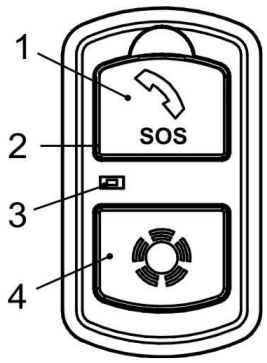

Рис. 2-19 Блок "Вызова"
1. Блок "Вызова" (рис. 2-19) имеет кнопку 1 экстренного вызова "SOS", кнопку 4 дополнительных функций и микрофон 3. Блок "Вызова" располагается над сиденьем водителя слева и над передним пассажирским сиденьем справа на боковых поверхностях передней интерьерной панели потолка.
Кнопка дополнительных функций 4 (см. рис. 2-19) может использоваться при наличии дополнительных сервисных услуг, связанных с навигацией, передачей мониторинговой информации в диспетчерские центры, удаленной диагностикой транспортных средств и т.д. Дополнительные функции могут быть подключены у специализированных организаций или дилера.